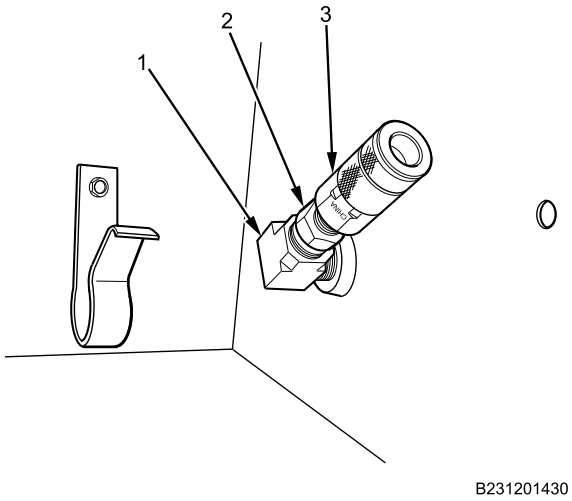

Figure 2. Air Fitting Installation.
1. Hold fitting (Figure 2, Item 2) and install quick connect fitting (Figure 2, Item 3) and tighten securely. Ensure elbow (Figure 2, Item 1) does not move.